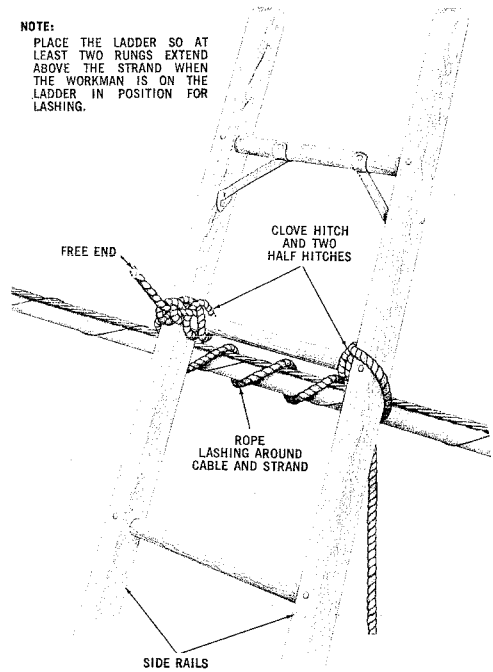

Fig. 6 — Lashing Ladder to Strand
3.18 If the top end of the ladder is secured to suspension strand or other support, (See Fig. 6 and 7) the craftsman may increase his safety by passing his safety strap around one
3.20 ***The craftsman should always remember, to first make himself secure on the ladder by passing his safety strap around one rung and the strand, or between two rungs, around the pole, and one side rail, so that he will not fall if he slips, loses his balance, or if something else goes wrong.*** Secure the ladder with a rope as shown in Figs. 6 and 7. The manner in which the craftsman secures himself to the ladder will depend on the nature of the work to be done.
6.05 When a ladder is placed against the strand and heavy work such as pulling or lifting is to be done, lash the ladder to the strand with a short length of rope, as shown in Fig. 6. Where the cable is supported in rings, pass the lashing rope around the strand only; where the cable is lashed, pass the lashing rope around the strand and cable. ***Do not move the base of the ladder after the upper end has been secured to the strand. The ladder MUST NOT be used to support the weight of the strand, cable platform and workman.***